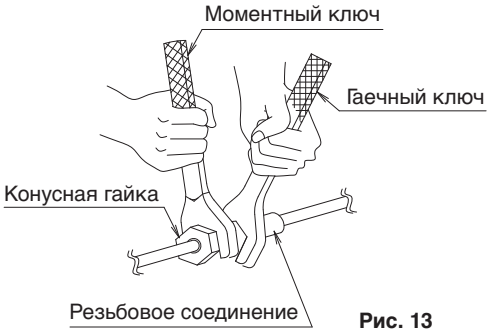

Рис. 13
- При подключении трубопроводов к кондиционеру воздуха следует использовать гаечный ключ и моментный ключ, как показано на **Рис. 13**.